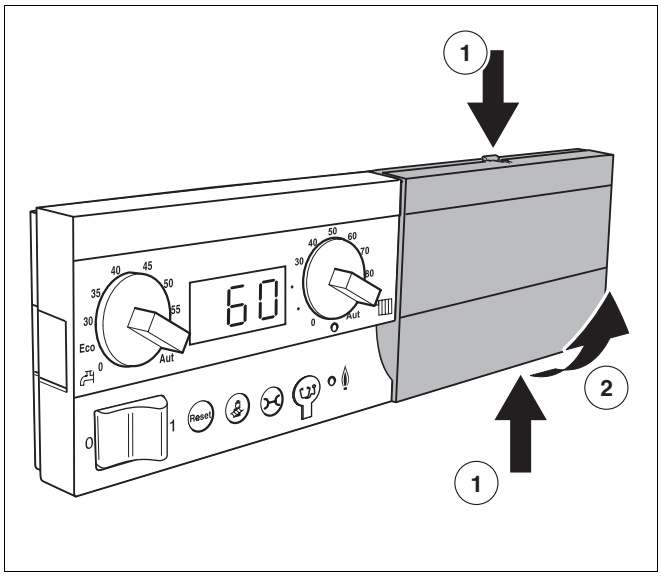

Rys. 27 Zdjęcie osłony
- Nacisnąć jednocześnie górny i dolny zaczep osłony (rys. 27, **poz. 1**).
- Zdjąć osłonę z płyty głównej w kierunku oznaczonym strzałką (rys. 27, **poz. 2**).